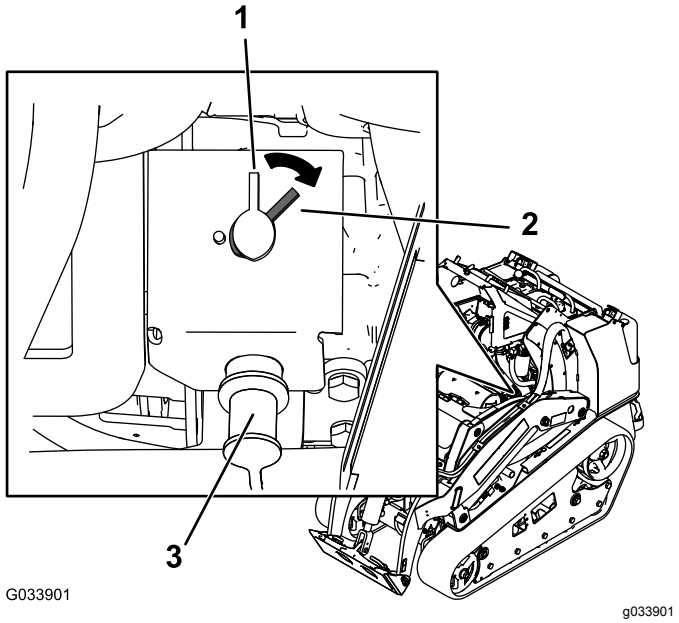

Rysunek 52
- Aby włączyć zasilanie elektryczne maszyny, przekręć odłącznik akumulatora w prawo do pozycji ON (Rysunek 52).